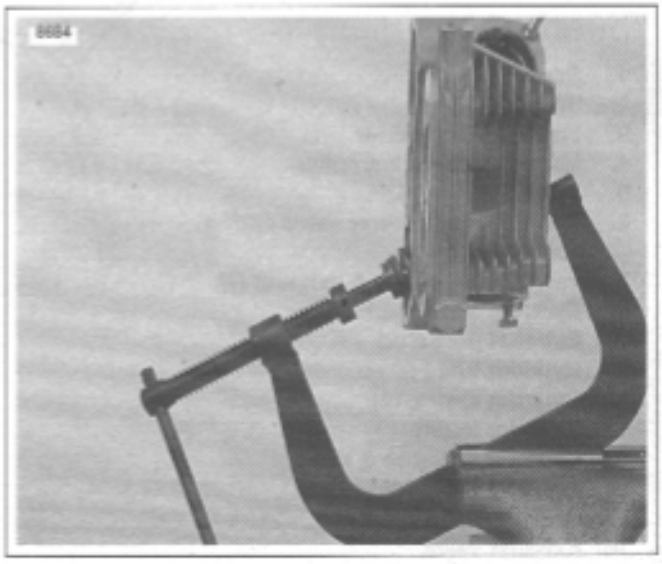

Figure 3-66. Valve Spring Compressor (Part No. HD-34736B)
1. See Figure 3-66. Clamp VALVE SPRING COMPRESSOR TOOL (Part No. HD-34736B) in vise.
2. See Figure 3-66. Compress valve spring with VALVE SPRING COMPRESSOR.